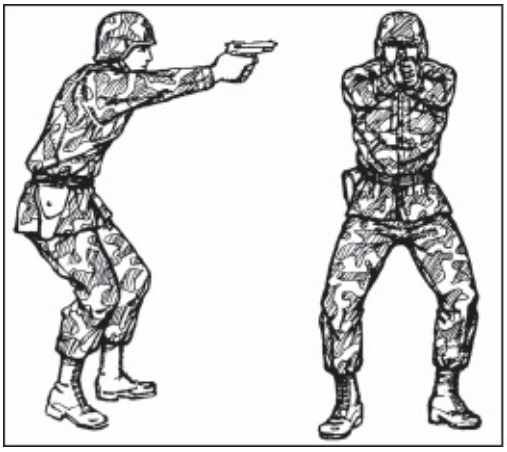

Figure 2-11. Crouch position.
d. **Crouch Position**. Use the crouch position when surprise targets are engaged at close range (Figure 2-11). Place the body in a forward crouch (boxer's stance) with the knees bent slightly and trunk bent forward from the hips to give faster recovery from recoil. Place the feet naturally in a position that allows another step toward the target. Extend the weapon straight toward the target, and lock the wrist and elbow of the firing arm. It is important to consistently train with this position, since the body will automatically crouch under conditions of stress such as combat. It is also a faster position from which to change direction of fire.